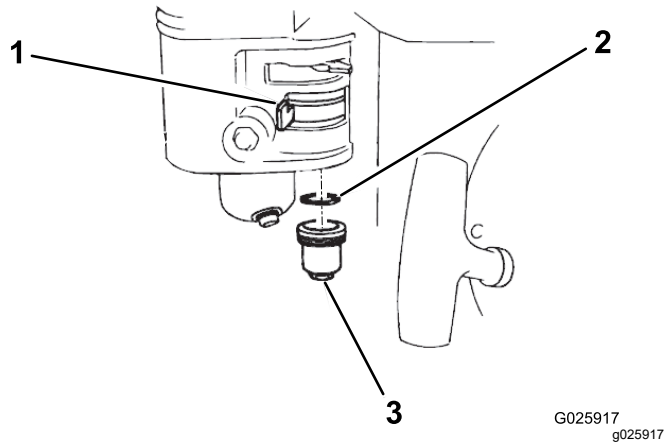

**Figur 34**
2. Flytta bränslekranen till det AVSTÄNGDA läget (Figur 34).
3. Avlägsna bränslesedimentskålen och o-ringen (Figur 34).
6. Placera o-ringen i bränslekranen och montera sedimentskålen (Figur 34). Dra åt sedimentskålen ordentligt.